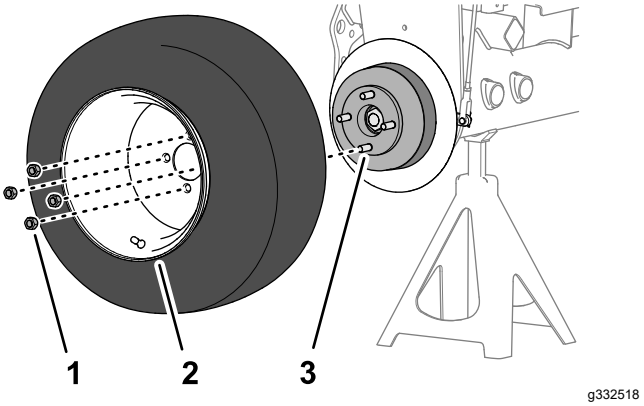

Figur 64
1. Fjern de 4 hjullåsemøtrikker, der fastgør det forreste hjul til navet, og afmonter hjulet (Figur 64).